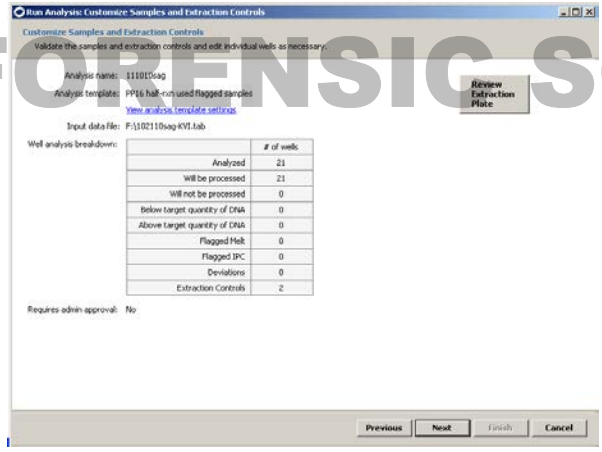

Figure 7. Summary of the sample information for the plate of samples to be amplified.
5.4.8 The next window to open up will have a summary of the number of samples included in that run (Figure 7). Click on the Review Extraction Plates in the upper right in order to view detailed information about the plate of samples.